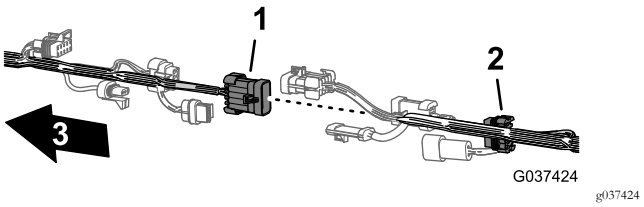

Figuur 19
2. Koppel de 6 paar connectors tussen de voorste en achterste kabelbomen af; zie afbeelding Figuur 15 tot Figuur 19.